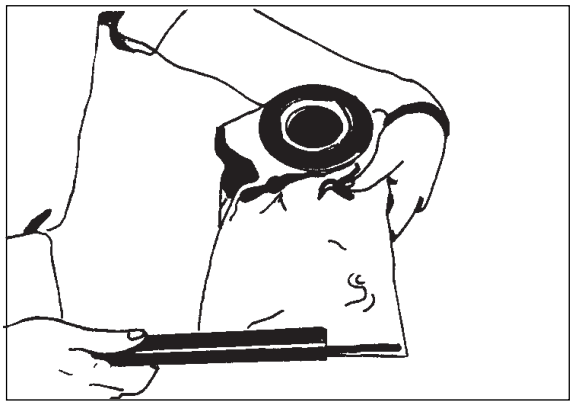

Figura 5
3. Deslice la abrazadera de la bolsa para filtrar hacia afuera. Consulte la figura 5.